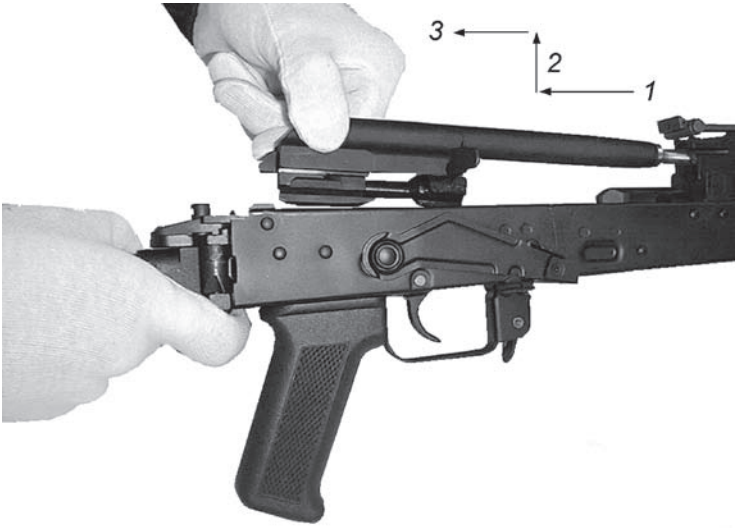

Rys. 65. Odłączanie suwadła z zamkiem
- trzymając karabinek w prawej ręce, lewą odciągnąć suwadło do tyłu, do oporu, unieść je wraz z zamkiem (rys. 65) i odłączyć od komory zamkowej;